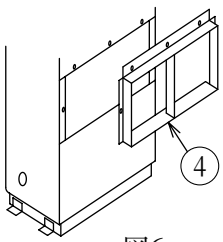

図6
③後吸込みダクトフランジを取付けてください。（ネジ5本　但しP2・3Aの場合：4本）…図6・7